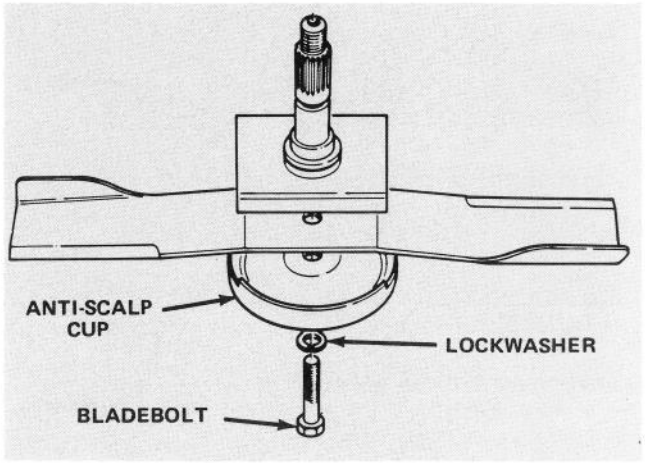

Figure 34
2. Grasp end of blade using a rag or thickly padded glove. Remove bladebolt, lockwasher, anti-scalp cup and blade from spindle shaft (Fig. 34).